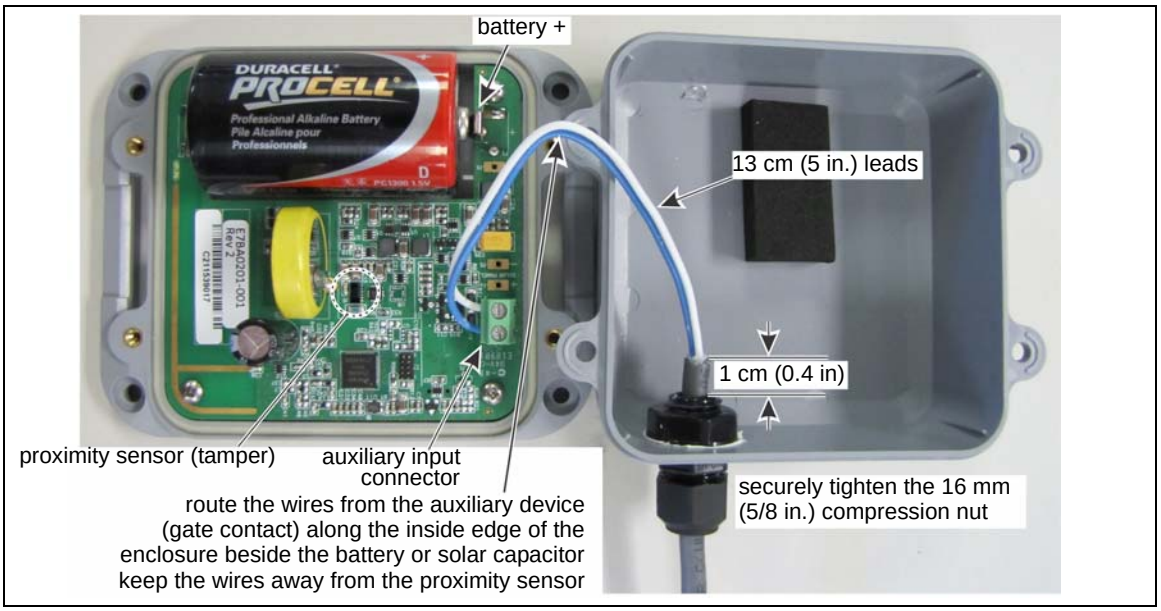

Figure 8 Connecting the auxiliary device to the GSM
8. Route the two leads along the inside edge of the GSM. Fold the two leads back so the battery or solar capacitor holds them toward the side of the enclosure and away from the proximity sensor (see Figure 8).
The GSM will transmit a low battery notification when the battery is down to 10% capacity. The GSM can usually continue to operate for over a month after the low battery notification. However, other factors such as temperature also affect the battery life. Senstar recommends that the battery be replaced within one week of the low battery notification (see Figure 8).